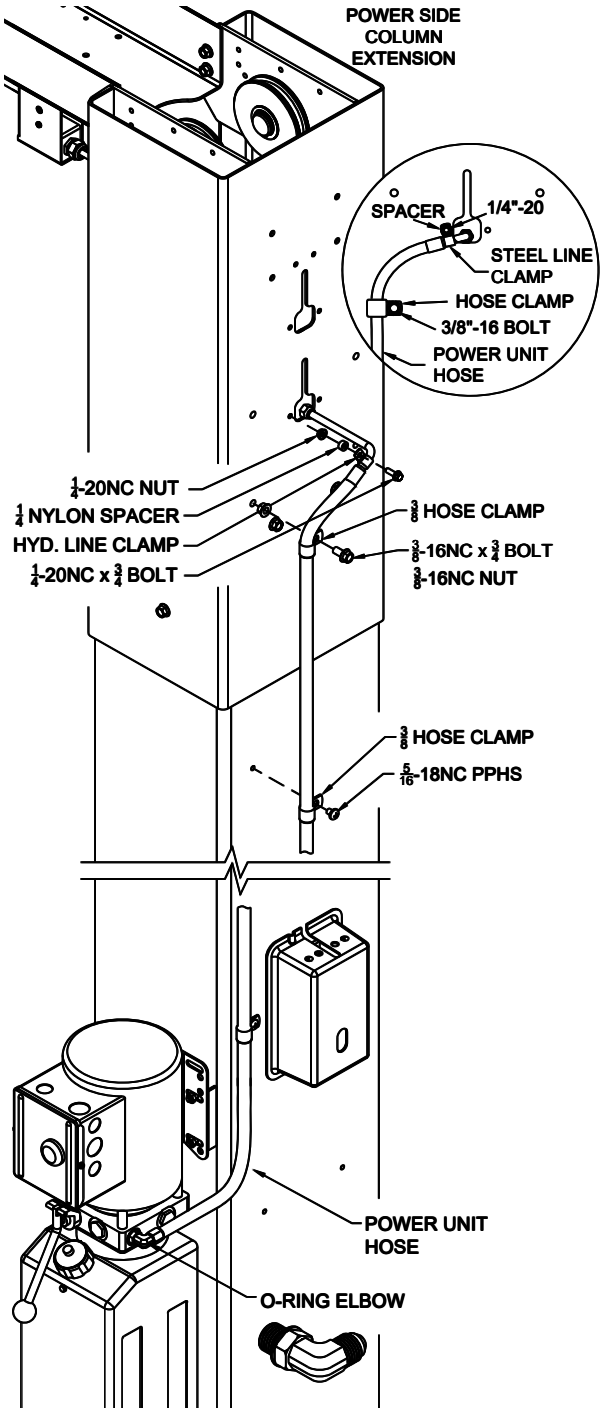

Fig. 14 - Power Unit Hose Clamps
38) Install a steel line clamp and hose clamp on the outside of the power column extension to secure the power unit hose, as shown in **Fig 14**. (Use 1/4" -20NC x 3/4" lg. hex flange bolt, Spacer, and hex flange nut for steel line clamp. The Spacer goes between the Power Side Column Extension and Line Clamp.) **Note: The steel line inside the column should be horizontal.**
39) If installing a CL12A-LC, CL12A-0 or CL12A-1, use the Routing Diagram C in **Fig 15**. If installing a CL12A-2 use the table in Fig 14 to determine the proper routing diagram A, B, OR C.
45) Mount Power Unit to power unit bracket on the column as shown in **Fig. 14**. The mounting hardware, (4) 5/16" -18 hex nuts, are pre-installed on power unit mounting bracket.
46) Install 9/16"-18 O-ring elbow (*in hardware box*) into power unit and attach free end of power unit hose to elbow, **Fig.14.**
47) Attach the power unit hose to the column and column extension using the hose clamps, **Fig.14.**